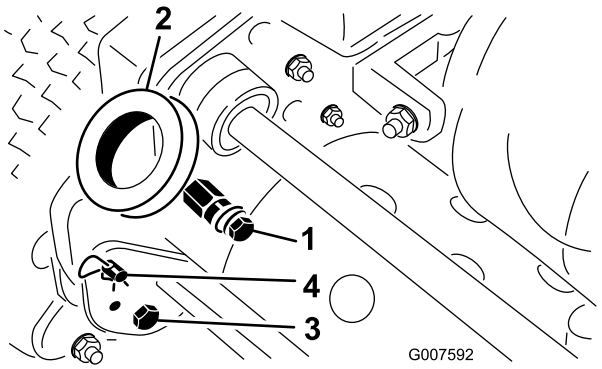

Figur 2
1. Fjern bolten, skiven og låseskiven fra monteringspinnen på hver side av gressklipperen (Figur 2).
2. Fjern boltene og hodeskruene som holder enden av styrarmene festet på hver side av gressklipperen (Figur 2).
3. Fjern hårnålssplintene og ringsplintene som holder styrarmene festet til bakdelen av rammen (Figur 2).
4. Putt håndtaksendene inn gjennom hullene i styrarmene, og rett opp hullene med monteringspinner (Figur 2).
1. Fjern hårnålssplintene fra ringsplintene på hver side av gressklipperen (Figur 2).
2. Mens du støtter opp håndtaket, fjerner du ringsplintene fra hver side og hever eller senker håndtaket til ønsket driftsstilling (Figur 2).